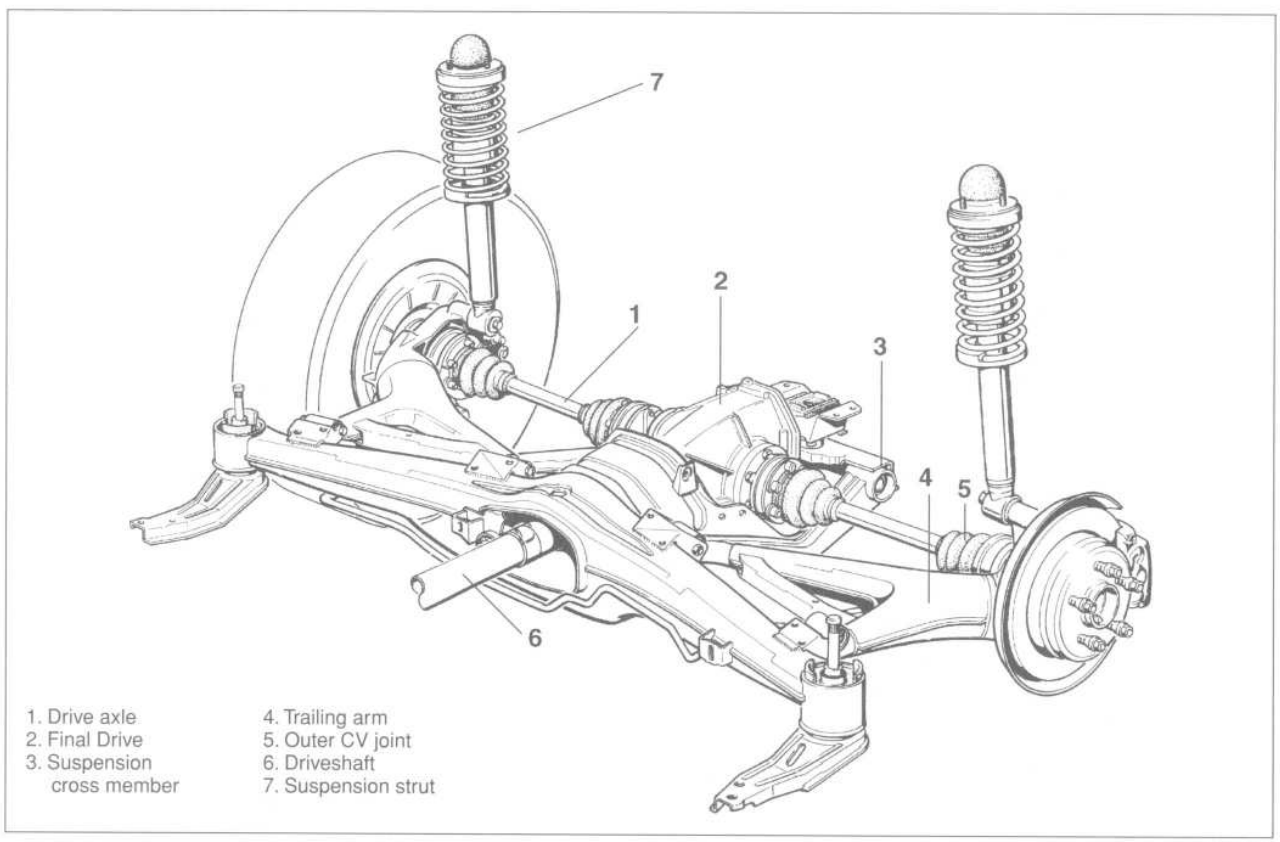

Fig. 2. BMW E34 rear suspension.
Fig. 2 shows the components of the independent rear suspension. The rear suspension uses a rear axle subframe as the main mounting point for the final drive housing and the rear suspension components. Trailing arms locate the rear wheels and anchor the spring struts and the stabilizer bar. Drive axles with constant-velocity (CV) joints at both ends transfer power from the differential to the road wheels.